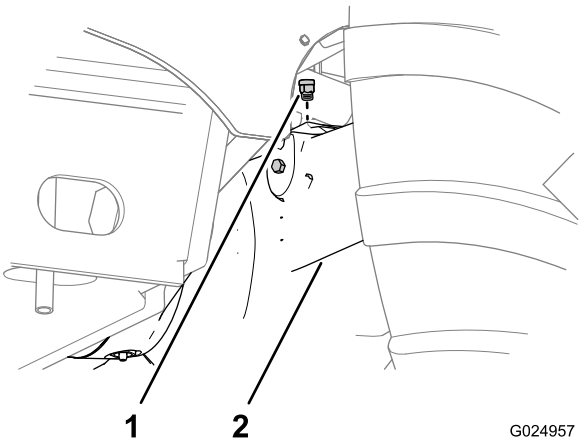
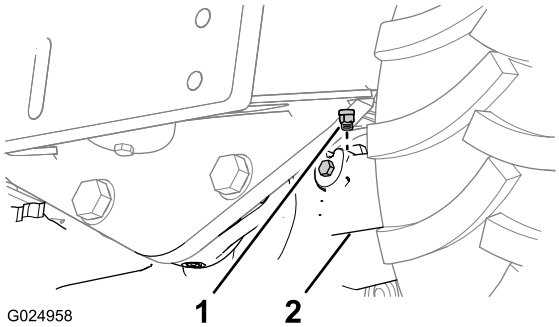

Figura 91
Figura 92
1. Limpe a área ao redor dos respiros com solvente de limpeza (Figura 91 e Figura 92).
2. Remova os respiros dos eixos dianteiro e traseiro (Figura 91 e Figura 92).
5. Instale os respiros nos eixos dianteiro e traseiro (Figura 91 e Figura 92).